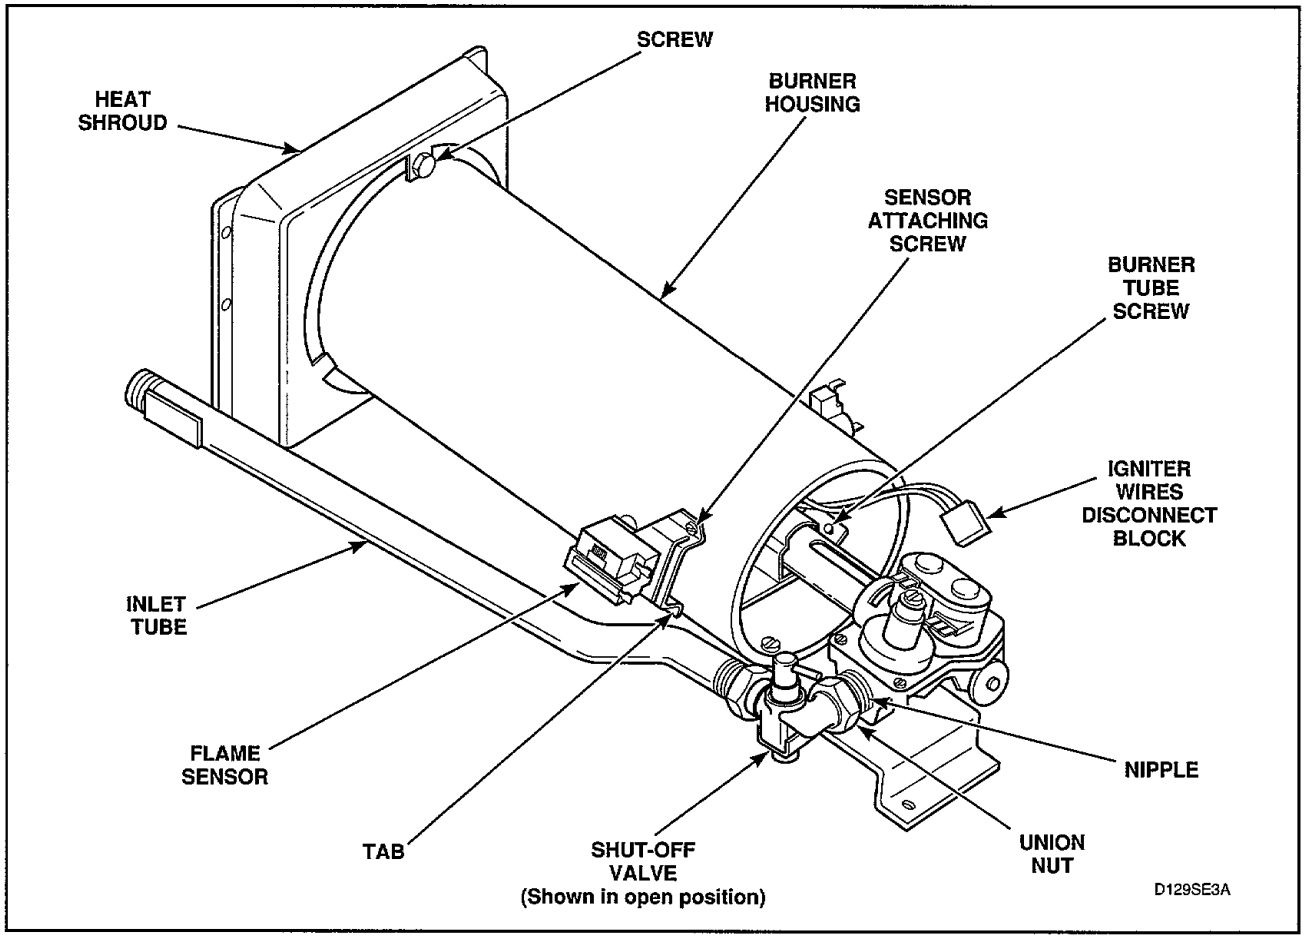
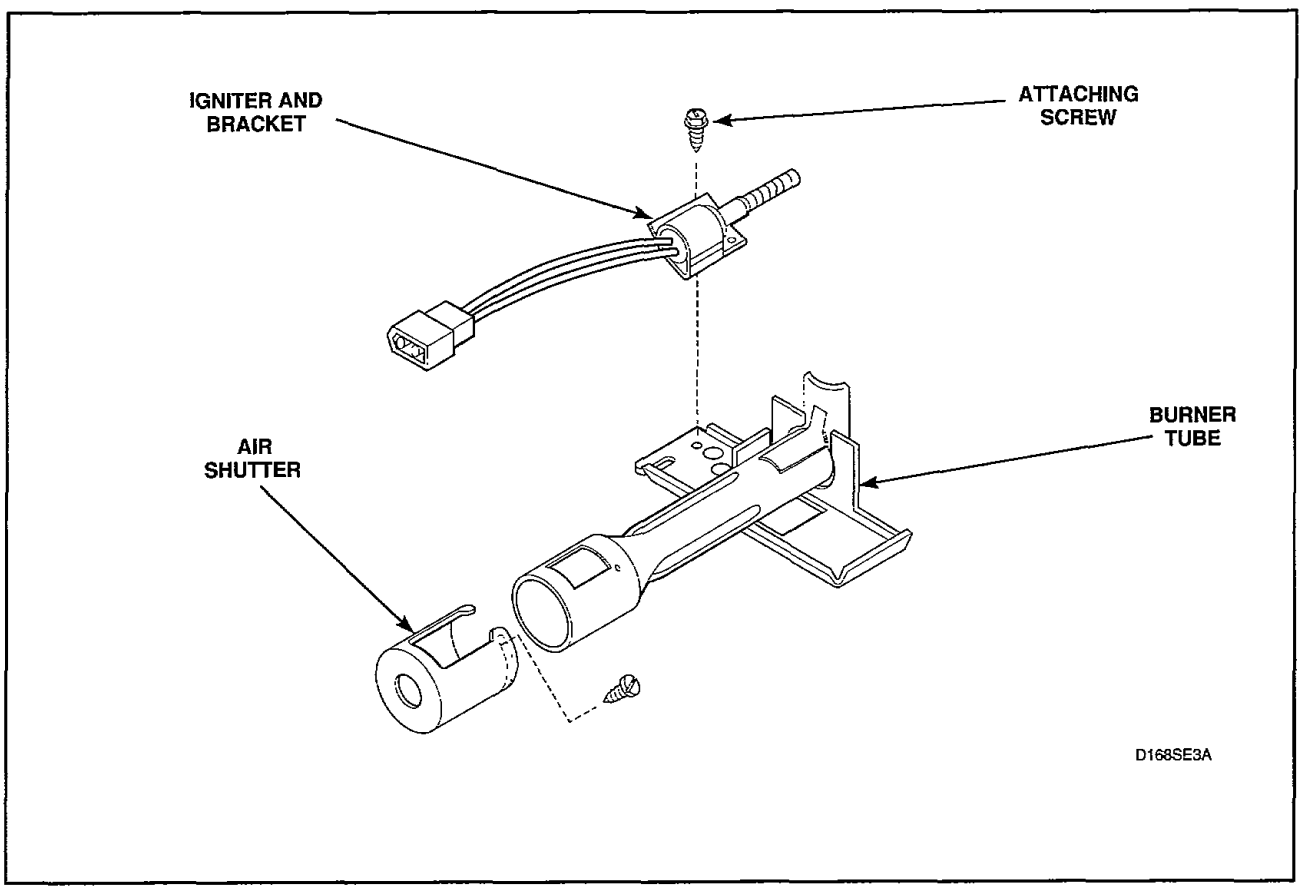

Figure 27
Figure 28
(4) Disconnect gas shut-off valve from gas valve at the union nut, *Figure 27.*
(5) Remove two screws holding valve and mounting bracket to base.
(6) Slide assembly forward, then lift gas valve and mounting bracket from base, *Figure 27.*
(1) Remove one screw from right side of burner housing holding burner tube in place, *Figure 27.*
(2) Gently move burner tube toward rear of dryer to disengage tab from slot on left side of burner housing, *Figure 27.*
(3) Carefully rotate burner tube and igniter counterclockwise so tab is at 8 o'clock position.
(4) Move air shutter end of burner tube slightly to right and CAREFULLY remove burner tube and igniter assembly out through front of dryer.
(5) Remove screw holding igniter and bracket to burner tube and remove igniter and bracket, *Figure 28.*
(2) Gently lower the access panel to disengage guide lugs from bottom edge of front panel.
(3) Remove wires from sensor terminals, *Figure 27.*
(4) Remove screw holding sensor to burner housing, *Figure 27.*
e. Gently move burner tube toward rear of dryer to disengage tab, *Figure 27,* from slot on left side of burner housing.
h. Remove screw holding burner housing to heat shroud, *Figure 27.*